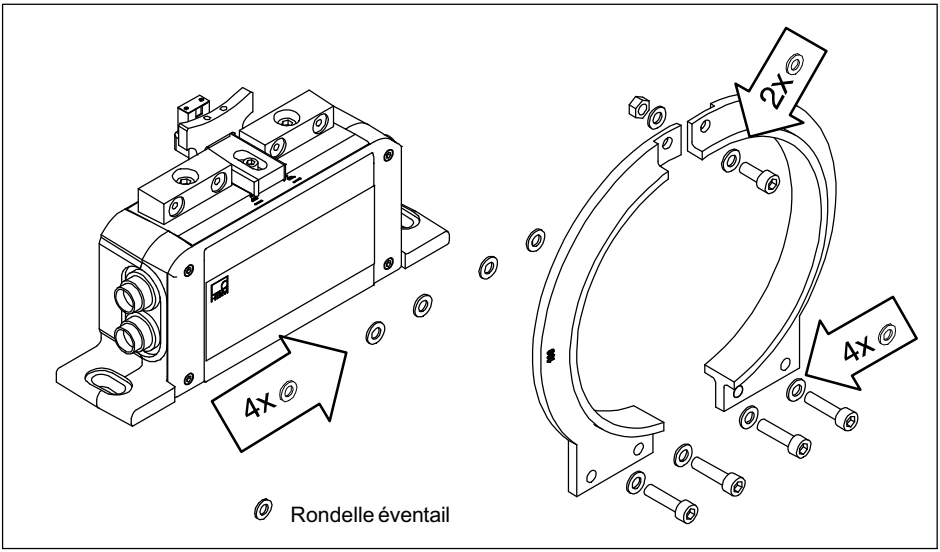

Fig. 5.4 Boulonnerie d'assemblage des segments d'antenne
Vérifier que les vis des segments d'antenne sont correctement serrées (voir Fig. 5.4) à l'issue de la première installation, puis à intervalles réguliers, et les resserrer si nécessaire.
3. Remonter alors le segment d'antenne déposé au point 1. sur le stator à l'aide de deux vis à six pans creux et des rondelles éventail. Veiller à ne pas oublier une seule rondelle éventail (*voir Fig. 5.4*), car ces rondelles assurent une résistance de contact bien définie ! Il ne faut pas encore serrer les vis à fond.